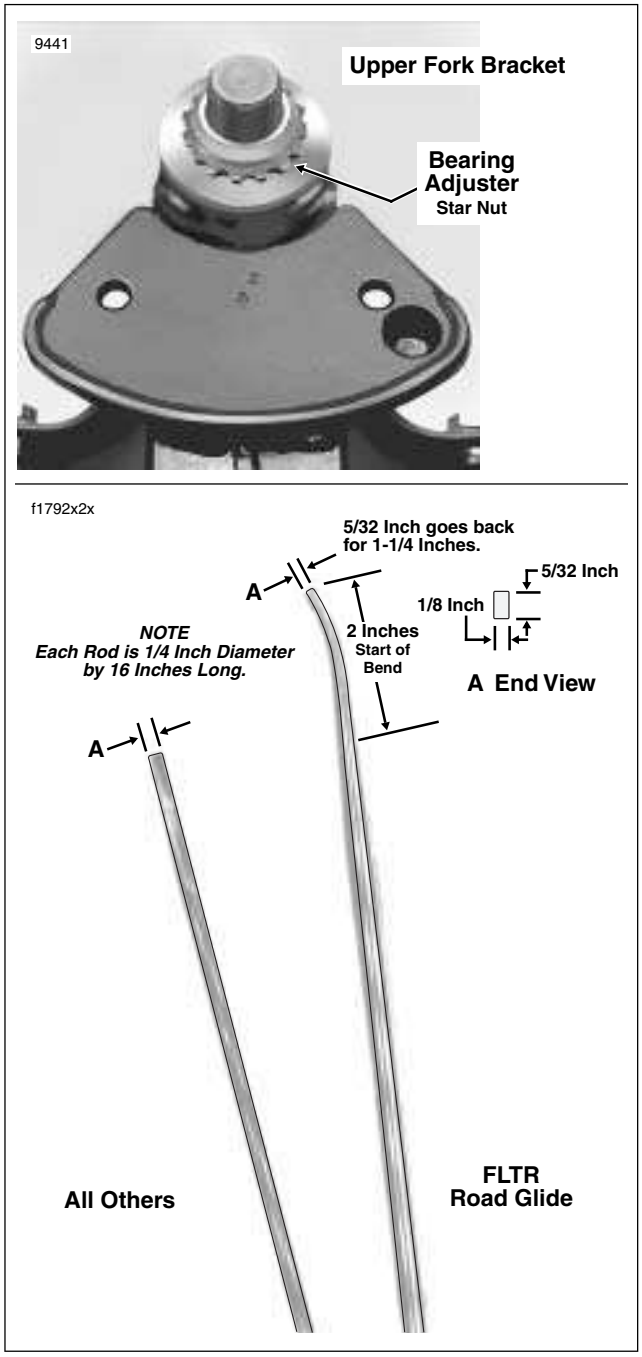

Figure 2-86. Fashion Steering Head Bearing Adjustment Tool From Drill Rod
4. Fashion a bearing adjuster tool using a drill rod 16 inches long. See lower frame of Figure 2-86.
4. Remove the bearing adjuster and fork stem assembly. See upper frame of Figure 2-86. Remove dust shield and bearing from top of steering head.